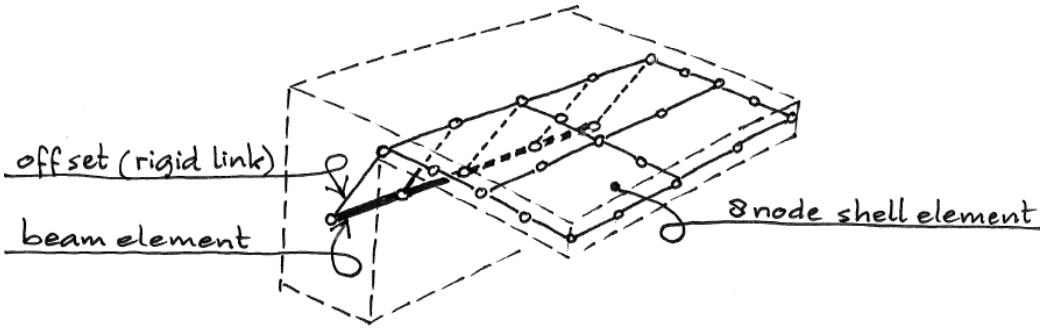

Figure 2. Finite element model of the shell part of Figure 1
**c** How many shell elements and beam elements are shown? (Fig. 2)
**d** Why are the offsets used in the finite element model? (Fig. 2)
**e** Beam elements that are longer than shown in Figure 2 can be used, for example with a length equal to 1 or 2 elements. What are the consequences for the finite element results and for the finite element analysis?